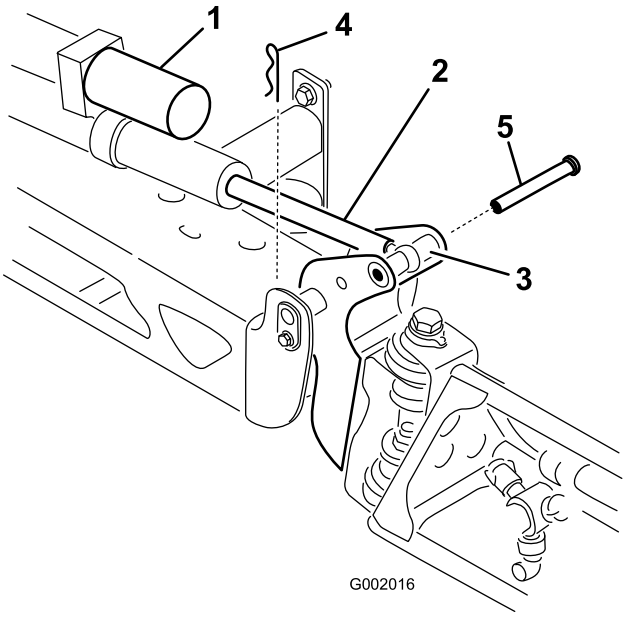

Figur 34
2. Ta bort saxpinnen från svängtappen (Figur 34).
3. Höj sprutrampen och ta bort tappen (Figur 34). Sänk långsamt ned sprutrampen till stoppet.
6. Lyft upp sprutrampen så att svängleden kommer i nivå med manövreringsstången. Håll i sprutrampen och för in tappen genom både svängleden och manövreringsstången på sprutrampen (Figur 34).